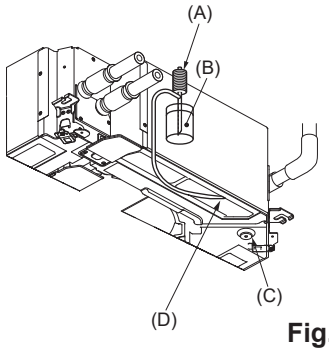

Fig. 7-6
7.4. Vérification de l’écoulement (Fig. 7-6)